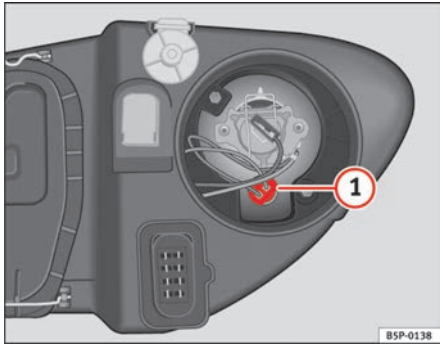

Fig. 192 Side lights
– Extract the lamp holder ⇒ fig. 192 (1) outwards.